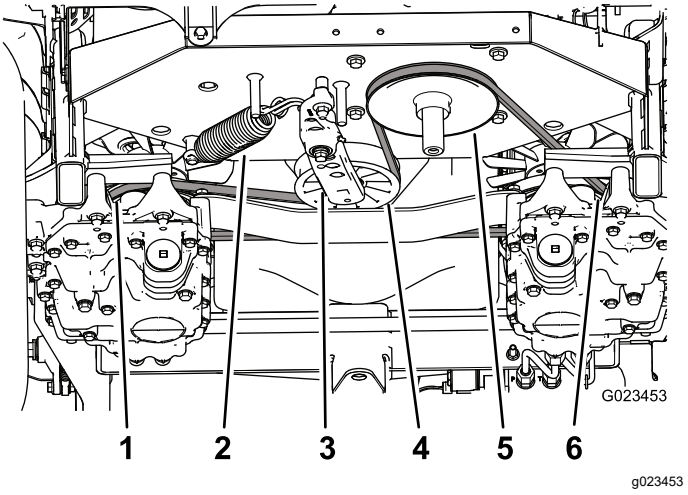

Figuur 55
3. Zet een ratelsleutel in het vierkante gat in de spanarm om tegendruk te bieden aan de spanveer (Figuur 55) en verwijder de riem van de spanpoelie.
4. Maak de spanveer los van de spanarm en het frame (Figuur 55).
9. Monteer de veer aan de spanarm en het frame (Figuur 55).